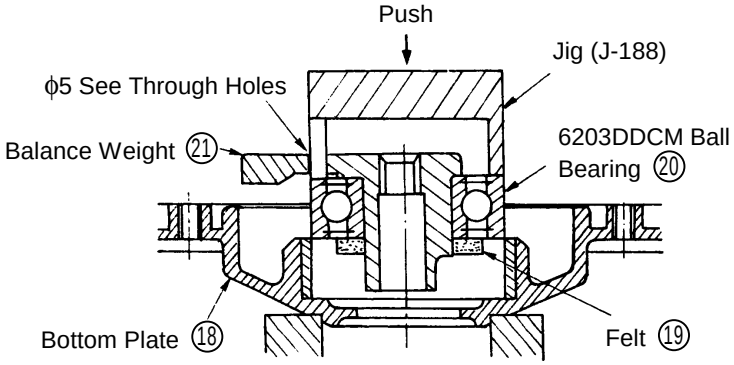

Fig .10
C. Finally, as illustrated in Fig. 10, mount a J-188 Jig (Special Repair Tool, Code No. 970969 and press fit the assembled Balance Weight ㉑, 6203DDCM Ball Bearing ⑳ and Felt ⑲ into the Bottom Plate ⑱.